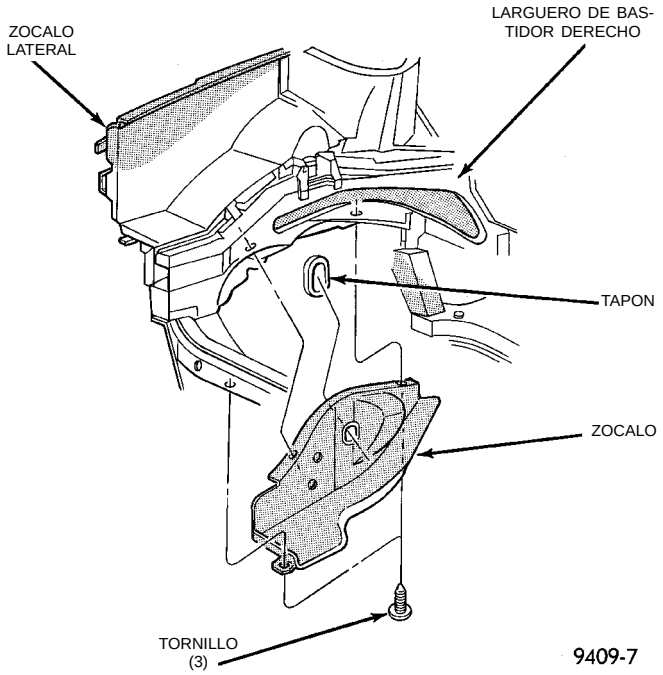

Fig. 86 Zócalo interno derecho
(2) Eleve el vehículo sobre un elevador y retire el zócalo interno derecho (Fig. 86).